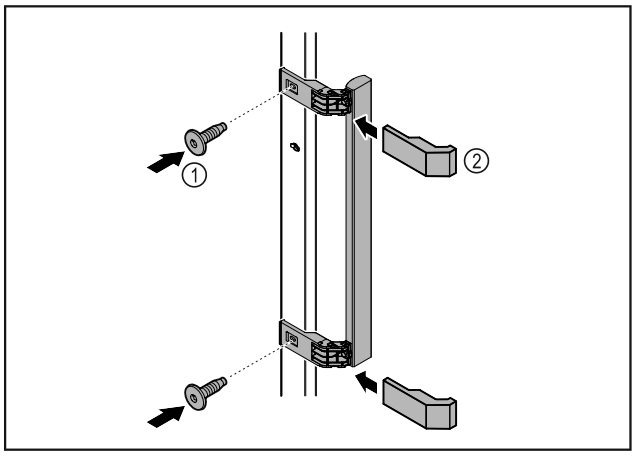

Fig. 6
▶ Colocar en la puerta el tirador del kit de accesorios con los tornillos incluidos *Fig. 6 (1)*.
▶ Colocar la cubierta *Fig. 6 (2)*.